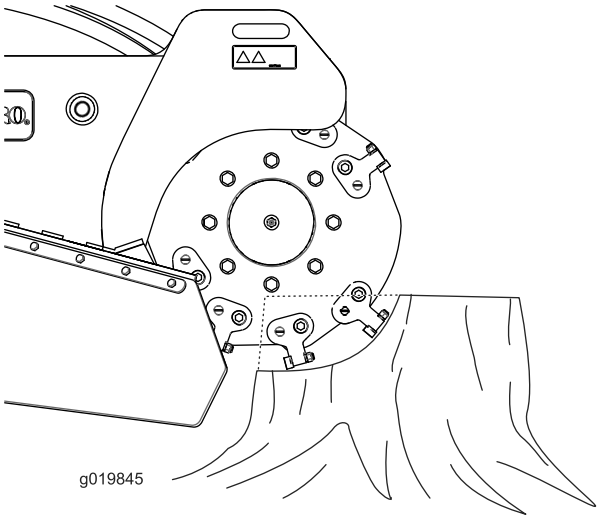

Figuur 21
4. Gebruik de bedieningshendel om de frees langzaam over het oppervlak van de boomstronk te bewegen en snij een strook hout weg (Figuur 21).
- Snij de randen van de boomstronk om efficiënter te kunnen frezen. Zodra de snijdiepte bijna 1/4 van de wieldiameter bedraagt (Figuur 21), tilt u de frees op, gaat u verder en snijdt u weer in de rand.